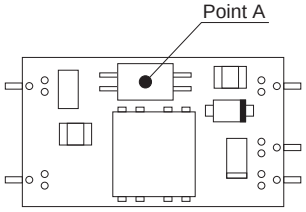

Fig.8.3 Temperature Measuring Point in the case of Forced Air Cooling
(3) Temperature Measuring Points in the case of Forced Air Cooling (1m/s)
① SU1R5
■In the case of forced air cooling, please have sufficient ventilation to keep the temperature of point A in Fig.8.3 at 105℃ or below. Please also make sure that the ambient temperature does not exceed 85℃.